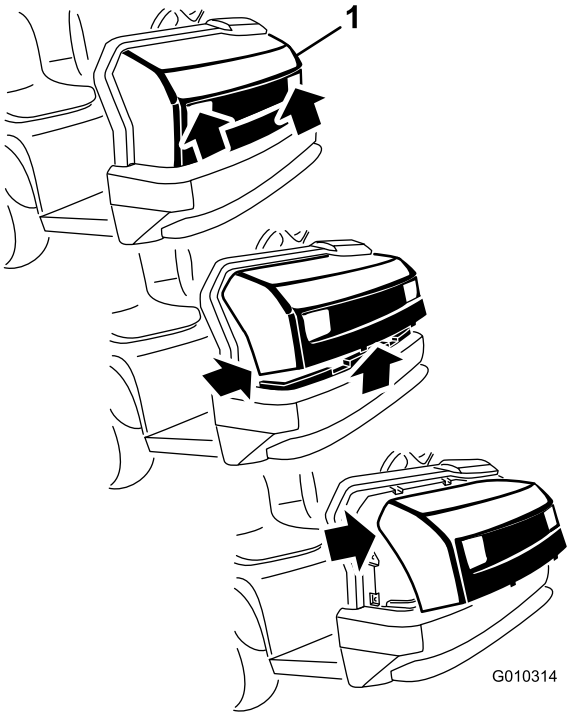

Figur 37
1. Fatta tag i strålkastaröppningarna på motorhuven och lyft huven uppåt så att de nedre monteringstapparna lossnar från ramspåren (Figur 37).
2. Sväng huvens nedre del uppåt tills de övre monteringstapparna kan dras ut från ramspåren (Figur 37).
3. Sväng huvens övre del framåt och koppla loss ledningskontakterna från strålkastarna (Figur 37).